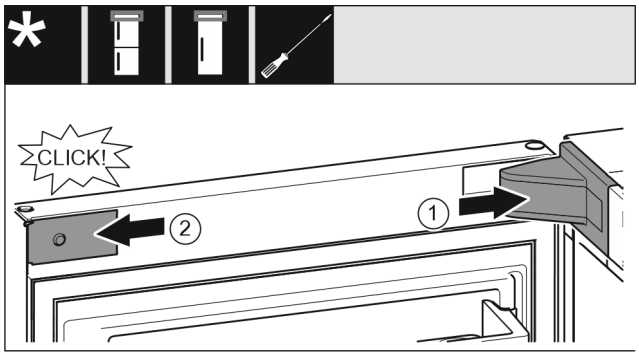

Fig. 28
- ▶ Lagerbokafdekking *Fig. 28 (1)* plaatsen en vastklikken, evt. voorzichtig uit elkaar drukken.
- ▶ Panelen *Fig. 28 (2)* aan de zijkanten plaatsen en vastklikken.